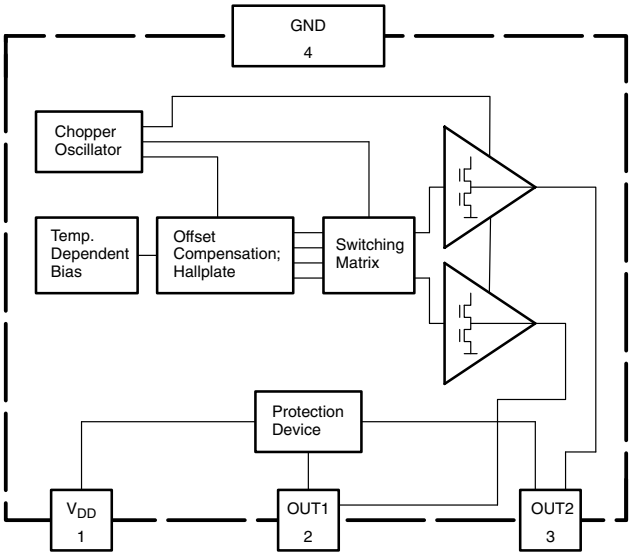

Fig. 2–1: Block diagram of the HAL411 (package outline in top view)
2.1. Offset Compensation (see Fig. 2–2)